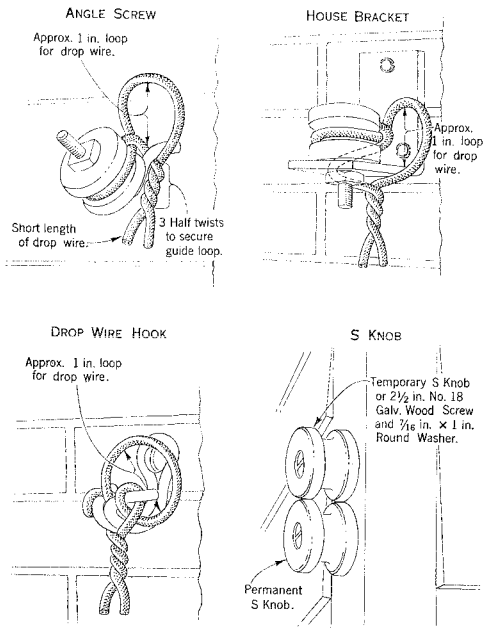

Fig. 1 — Temporary Guide Loop
(1) Install the first building attachment or, if the drop wire is to be attached to a pole on the building side of the trolley contact or power wires or power cables, the pole attachment.
(2) Attach a temporary guide loop to the first building attachment such as shown in Fig. 1, to prevent the drop wire from becoming accidentally disengaged from the building attachment during the placing operations.